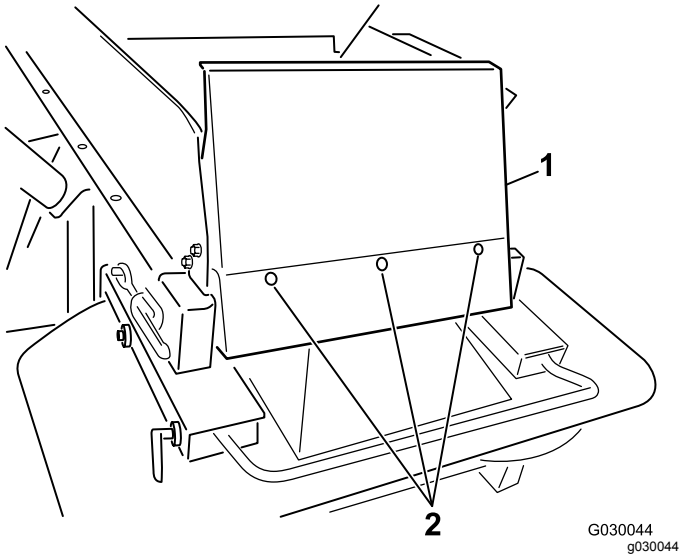

Figur 7
6. Installer beholdervernet med de medfølgende boltene med halvrundt hode (1/4 x 5/8 tomme) og nylonlåsemutrene (Figur 7).